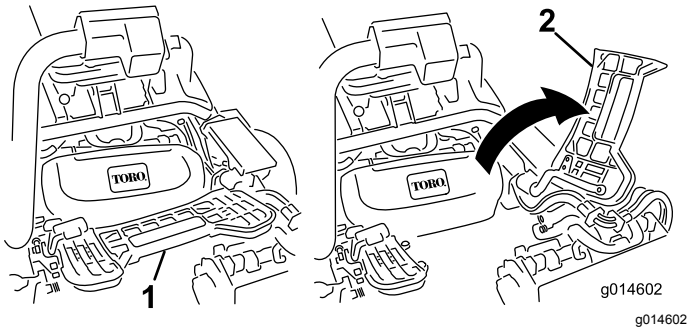

Figur 30
2. Løft opp fothvileren og drei den åpen, slik at man kan komme til midtstillingen til klippeenheten (Figur 30).